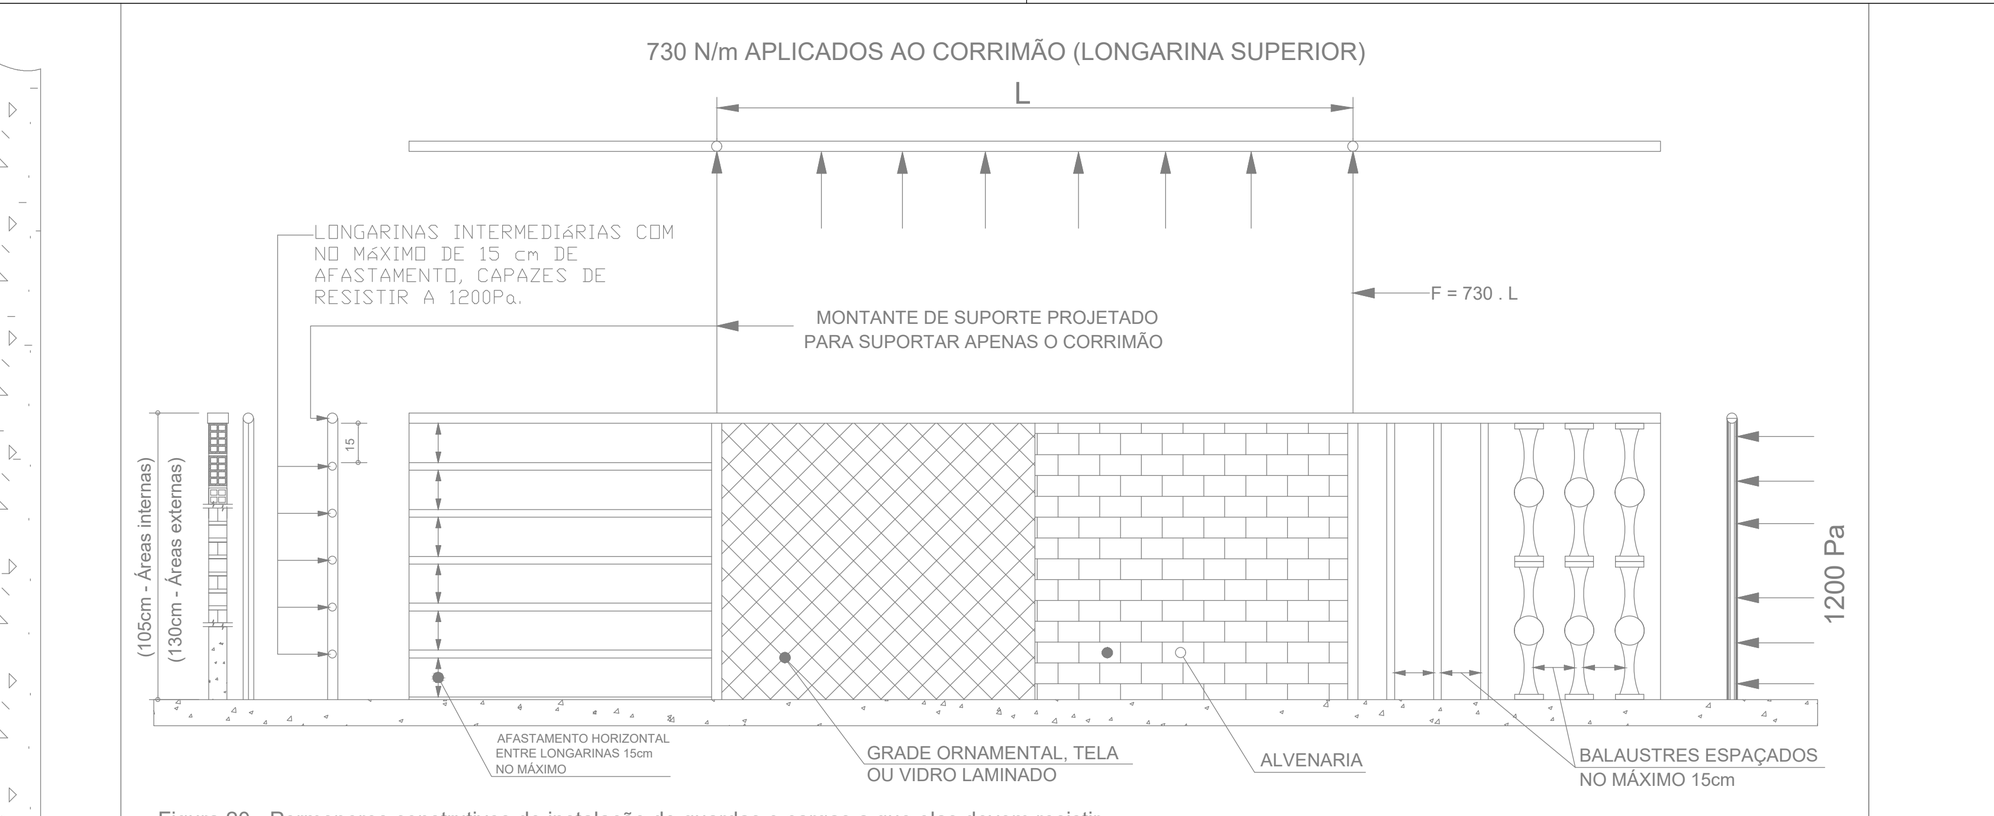

Figura 20 - Pormenores construtivos de instalação de guardas e cargas a que elas devem resistir
a) resistir a cargas transmitidas por corrimãos nelas fixados ou calculadas para resistir a uma força horizontal de 730 N/m aplicada a 1,05 m de altura, adotando-se a condição que conduzir a maiores tensões (ver figura 20);
b) ter seus painéis, longarinas, balaústres e assemelhados calculados para resistir a uma carga horizontal de 1,20 kPa aplicada à área bruta da guarda ou equivalente da qual façam parte; as reações devidas a este carregamento não precisam ser adicionadas às cargas especificadas na alínea precedente (ver figura 20).